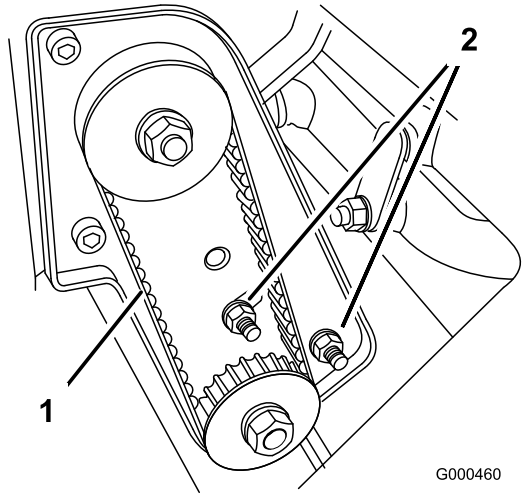

Figure 42
A. Desserrez les écrous de montage du logement de roulement (Figure 42).
C. Tout en maintenant le réglage de la clé dynamométrique, serrez les écrous de fixation du logement de roulement (Figure 42). Ne tendez pas la courroie excessivement.